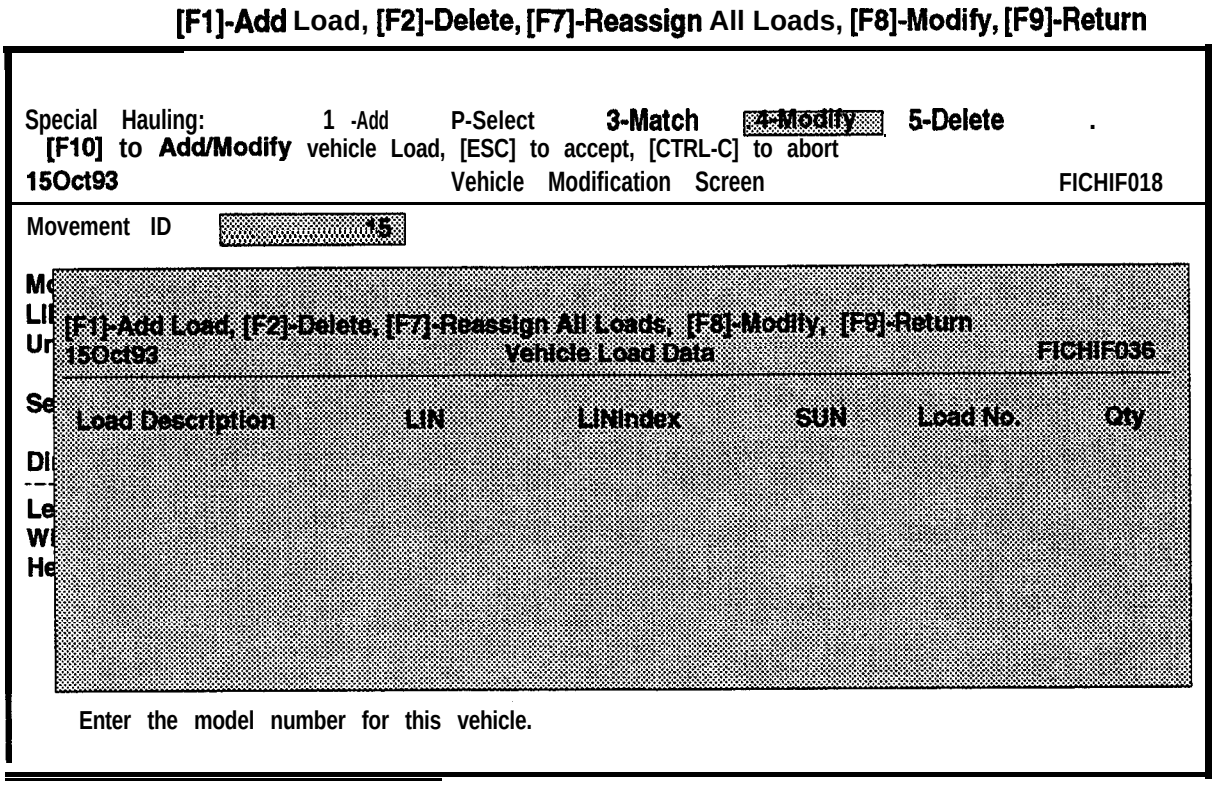

Figure 7-44. Vehicle Load Data Window
b. At the Vehicle Modification screen, press **F10** to **Add/Modify** a vehicle load. The Vehicle Load Data window will be displayed with the following prompt displayed at the top, as shown in Figure 7-44.